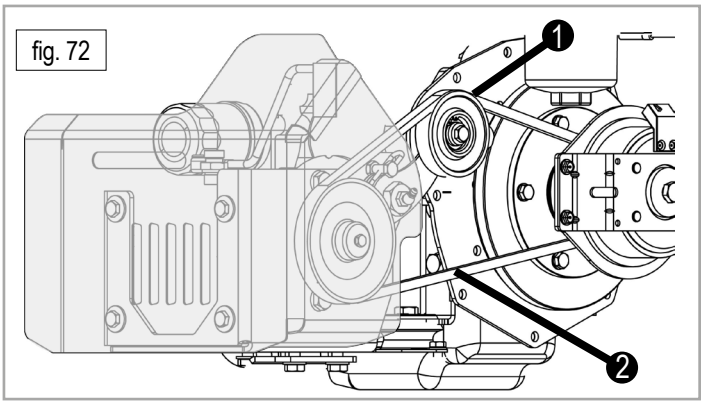

fig. 72
2. Abaissez le galet tendeur à la main (fig. 72/1).
3. Retirez la courroie (fig. 72/2).